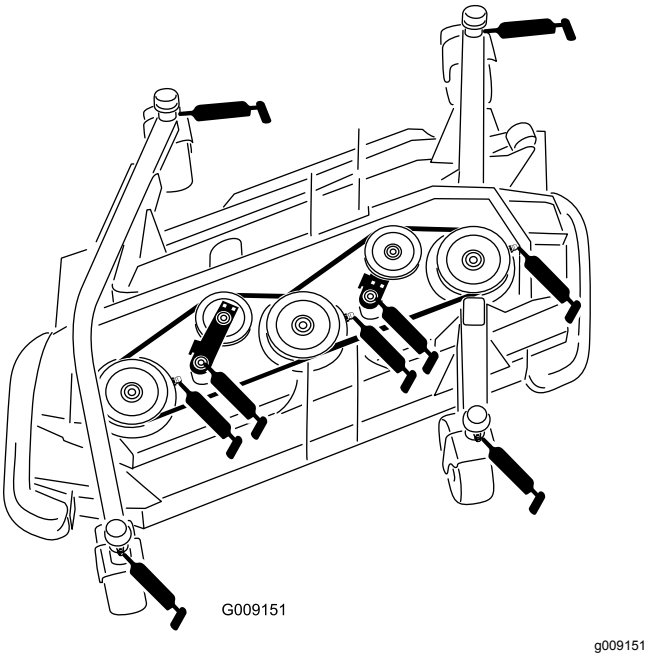

Figur 91
- 4 akselbøsning til styrehjulsgaffel (Figur 91)
- 3 spindelaksellejer (placeret på spindelhuset) som vist i Figur 91
- 2 styrearmens drejebøsninger (placeret på styreremskivens drejeaksel) som vist i Figur 91